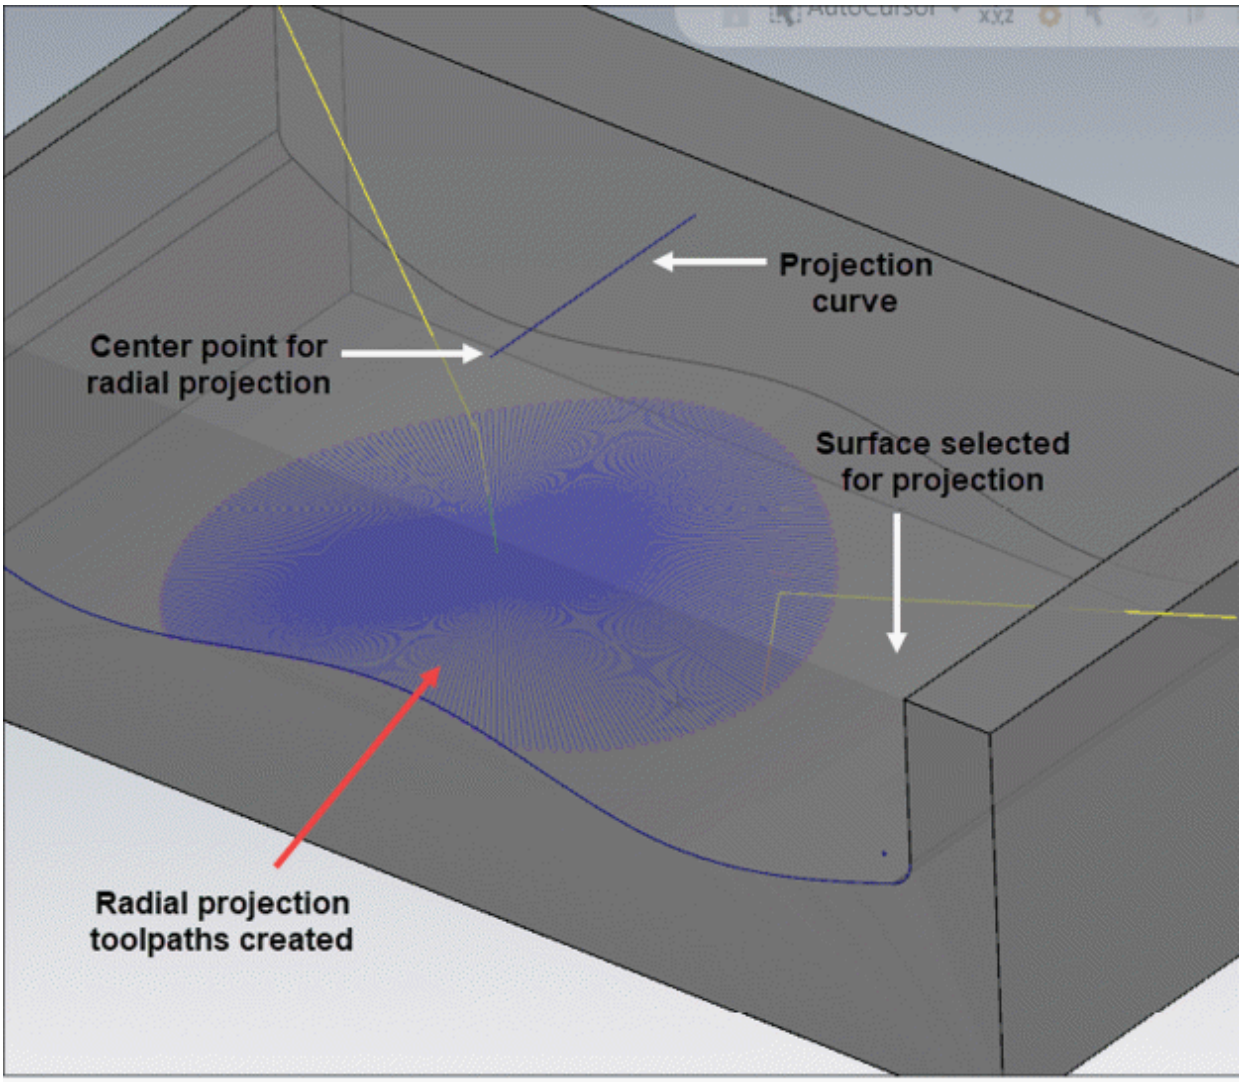

Figure-51. Projected curve toolpath created
- Specify the other parameters as discussed earlier and click on the **OK** button to create the toolpath; refer to Figure-51.